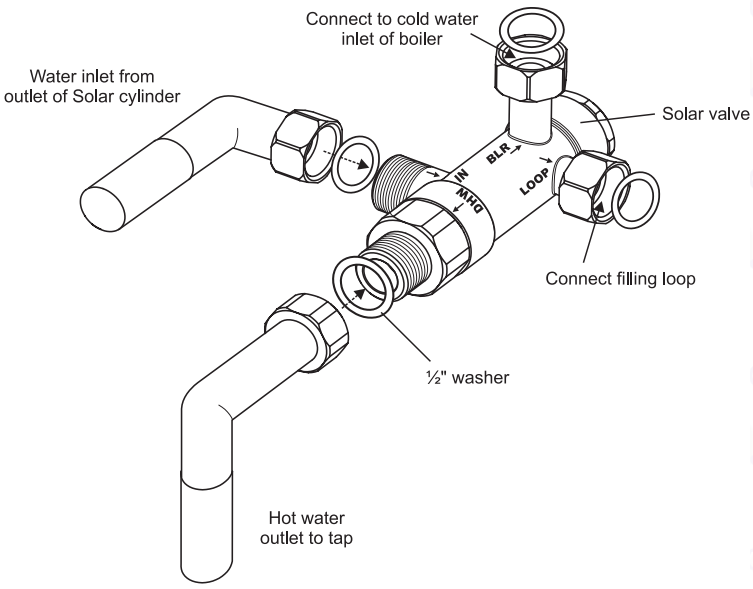

Fig. 15
2. Connect the solar valve directly to the boiler cold water inlet connection, then connect the pipework to the solar valve as shown in Figs. 15 and 16.